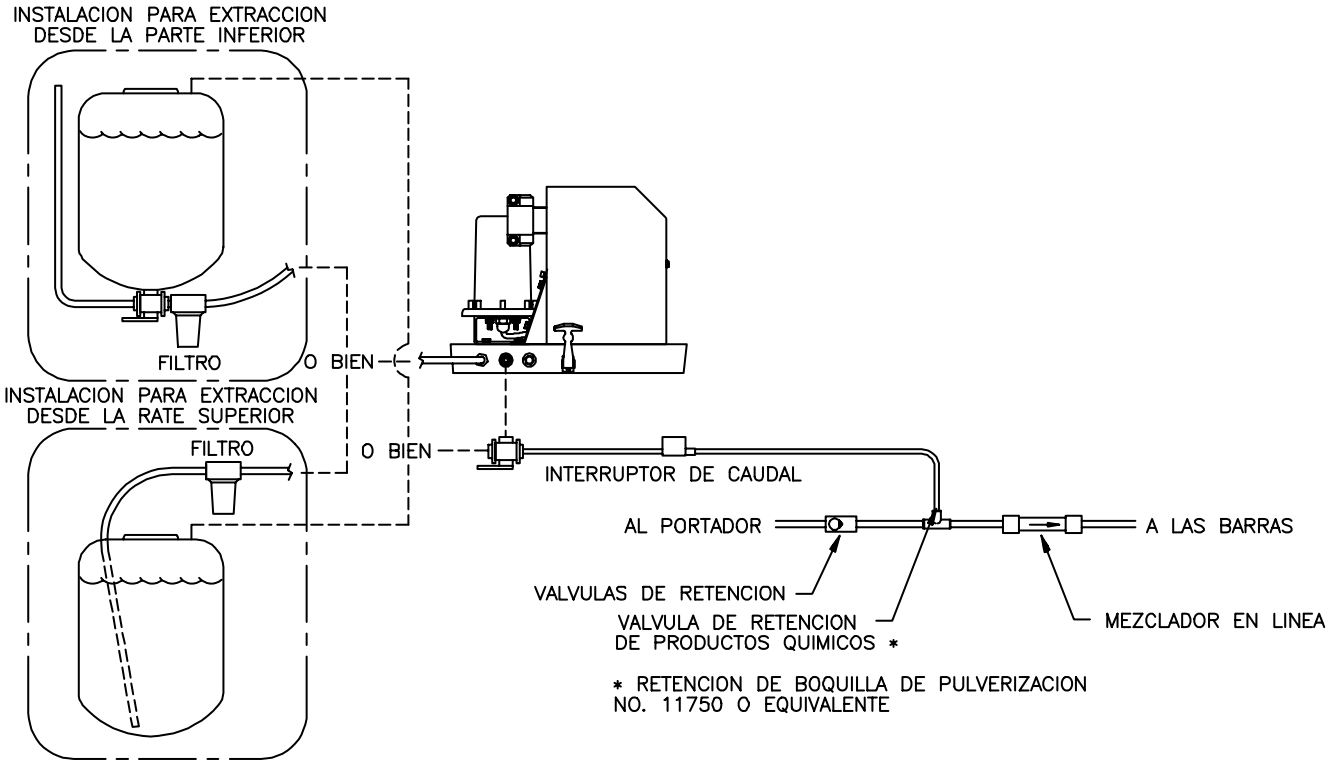

FIGURA 19
3) Instale la válvula de tres vías en la tubería de salida del módulo de inyección (vea la figura 19). Instale la tubería de recirculación de la válvula de tres vías al tanque de suministro de producto por medio de tubería de 3/8 de pulgada. Instale la tubería de inyección desde la válvula de tres vías a la válvula de retención de producto por medio de tubería de 3/8 de pulgada (10 mm). (Para módulos de bajo volumen) o con tubería de 1/2 pulgada (13 mm) (para módulos de alto volumen). La válvula de retención de producto y la tubería se compran por separado.